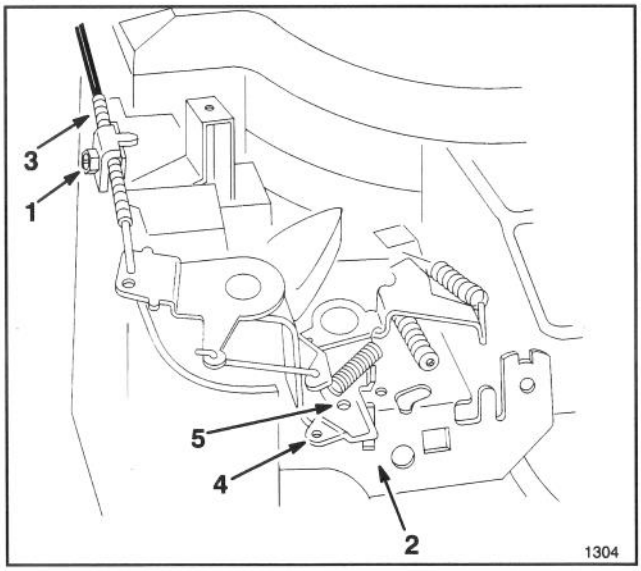

Afbeelding 18
4. Maak de kabelklemschroef los, totdat de gaskabel heen en weer geschoven kan worden (Afb. 18).
5. Beweeg de gaskabel naar links of naar rechts tot de gaatjes in de gashendel en gasklepbeugel op één lijn liggen (Afb. 18).